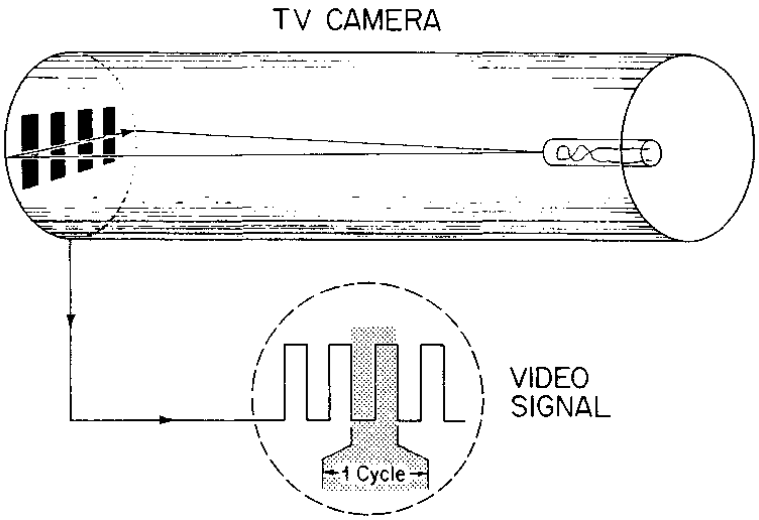

Figure 13-9 The video signal from one scan line of a line pair phantom
- Figure 13-9 shows one scan line of an image containing 4 line pairs (4 lp) → So, video signal for this scan line consists of 4 cycles.